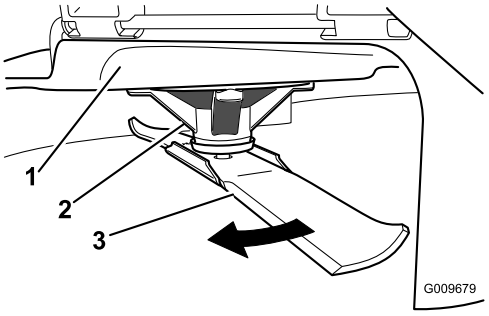

Figur 49
2. Bär tjocka vadderade handskar eller annat lämpligt handskydd och rotera långsamt kniven till ett läge som gör det möjligt att mäta avståndet mellan knivseggen och den plana yta som maskinen står på (Figur 49).